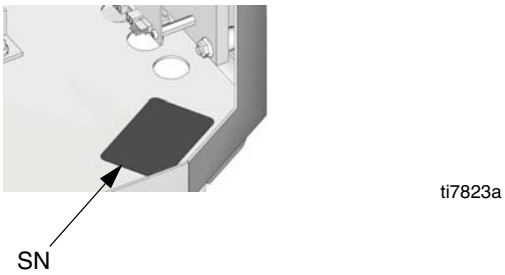

FIG. 3: Component Identification (15.3 kW Model Shown)
Key for Fig. 3
Component A and B outlet pressures will be higher than the hydraulic set pressure, depending on the model. Component A and B pressure may be viewed on the pressure gauges (GA, GB), or the higher of the two pressures may be displayed on the motor control panel (MC). See FIG. 3, page 11.